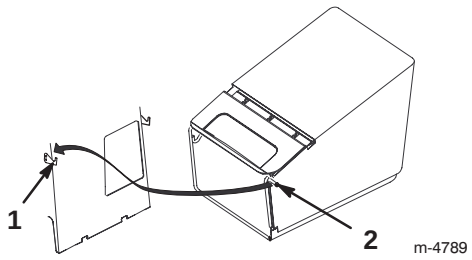

Figure 14
4. Hang the grass bag frame pins onto the hooks as shown in Figure 14.
4. Lift the grass bag frame pins off the hooks and out of the opening as shown in Figure 14.